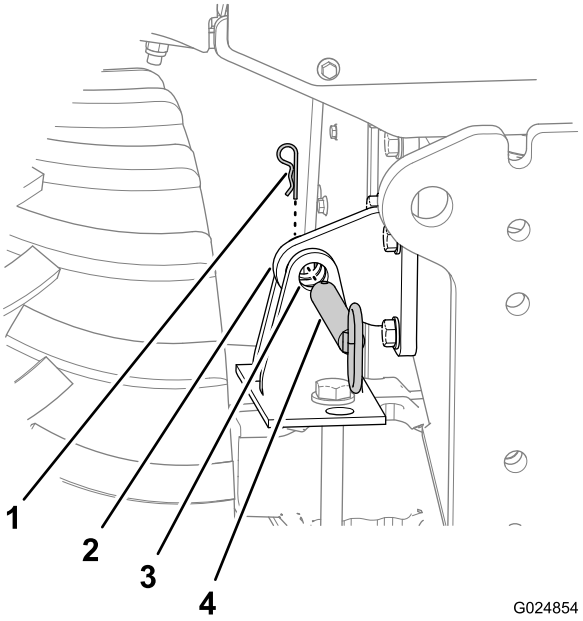

Figura 49
1. Rimuovete la coppiglia che fissa il perno di blocco dell'inclinazione alla staffa di blocco del telaio (Figura 49).
2. Rimuovete il perno di blocco dell'inclinazione dai fori nella staffa di blocco del telaio e nella staffa di blocco dell'assale (Figura 49).
1. Utilizzate l'interruttore dell'inclinazione per allineare il foro nella staffa di blocco del telaio con i fori nella staffa di blocco dell'assale (Figura 49).
4. Inserite completamente il perno di blocco dell'inclinazione attraverso i fori orizzontali nella staffa di blocco del telaio e nella staffa di blocco dell'assale (Figura 49).
5. Fissate il perno di blocco dell'inclinazione alla staffa di blocco dell'assale con la coppiglia (Figura 49).